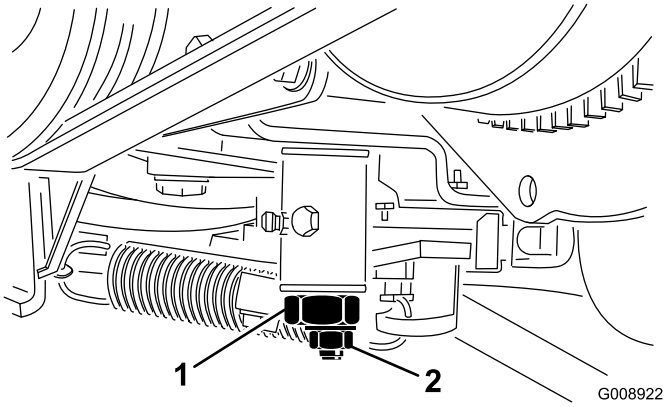

Figura 65
3. Afloje la contratuerca de la leva de ajuste de la tracción (Figura 65).